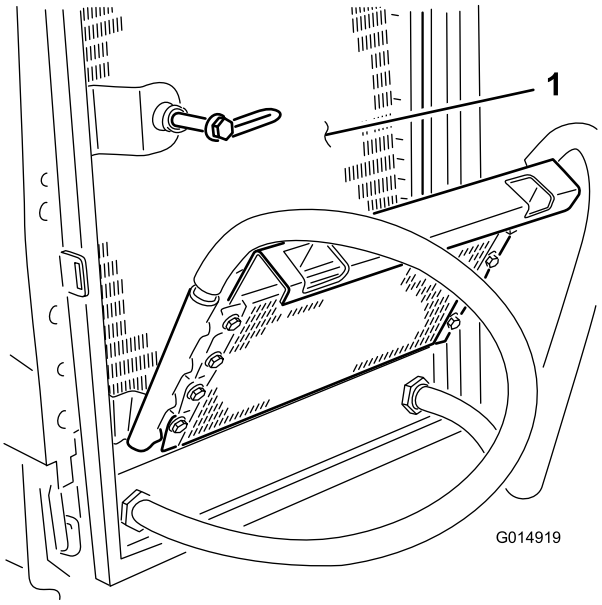

Figur 60
7. Rengør begge sider af oliekøleren og køleren (Figur 60) grundigt med trykluft.